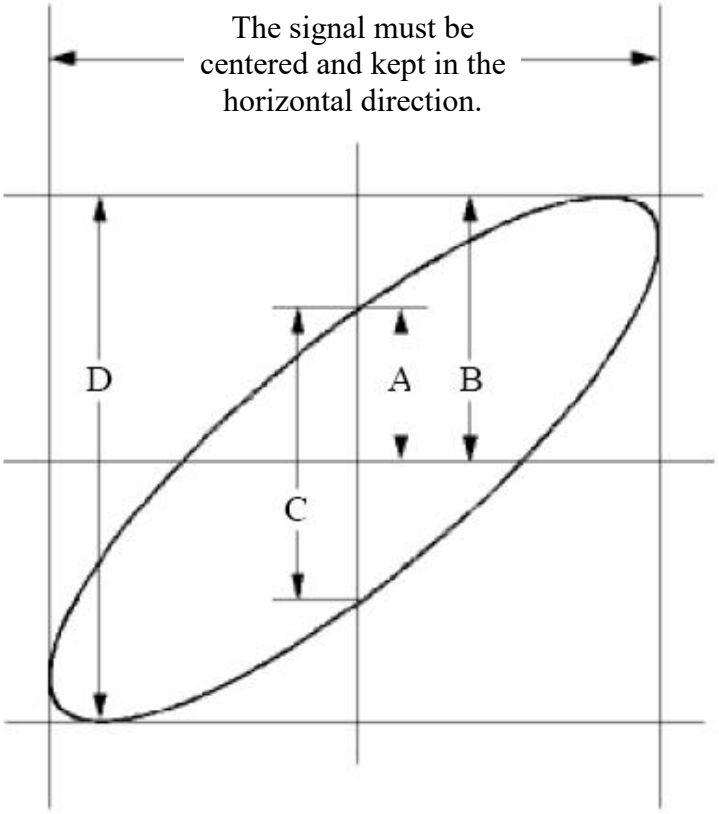

Figure 6-6 Lissajous Graph
(1) Set the probe menu attenuation coefficient for **10X** and that of the switch in the probe for **10X** (see "*How to Set the Probe Attenuation Coefficient*" on P11).
(2) Connect the probe of channel 1 to the input of the network and that of Channel 2 to the output of the network.
(3) Push the **Autoset** button, with the oscilloscope turning on the signals of the two channels and displaying them in the screen.
(4) Turn the **Vertical Scale** knob, making the amplitudes of two signals equal in the rough.
(5) Push the **Acquire** button to display the right menu.
(6) In the right menu, select **XY Mode** as **ON**. The oscilloscope will display the input and terminal characteristics of the network in the Lissajous graph form.
(7) Turn the **Vertical Scale** and **Vertical Position** knobs, optimizing the waveform.
(8) With the elliptical oscillogram method adopted, observe and calculate the phase difference (see *Figure 6-6*).